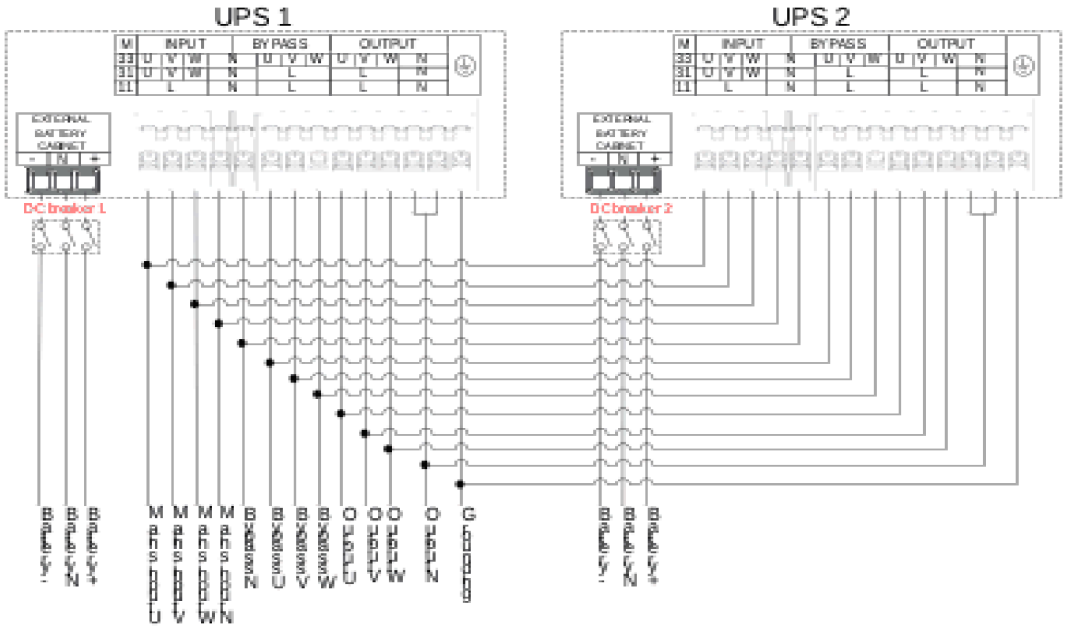
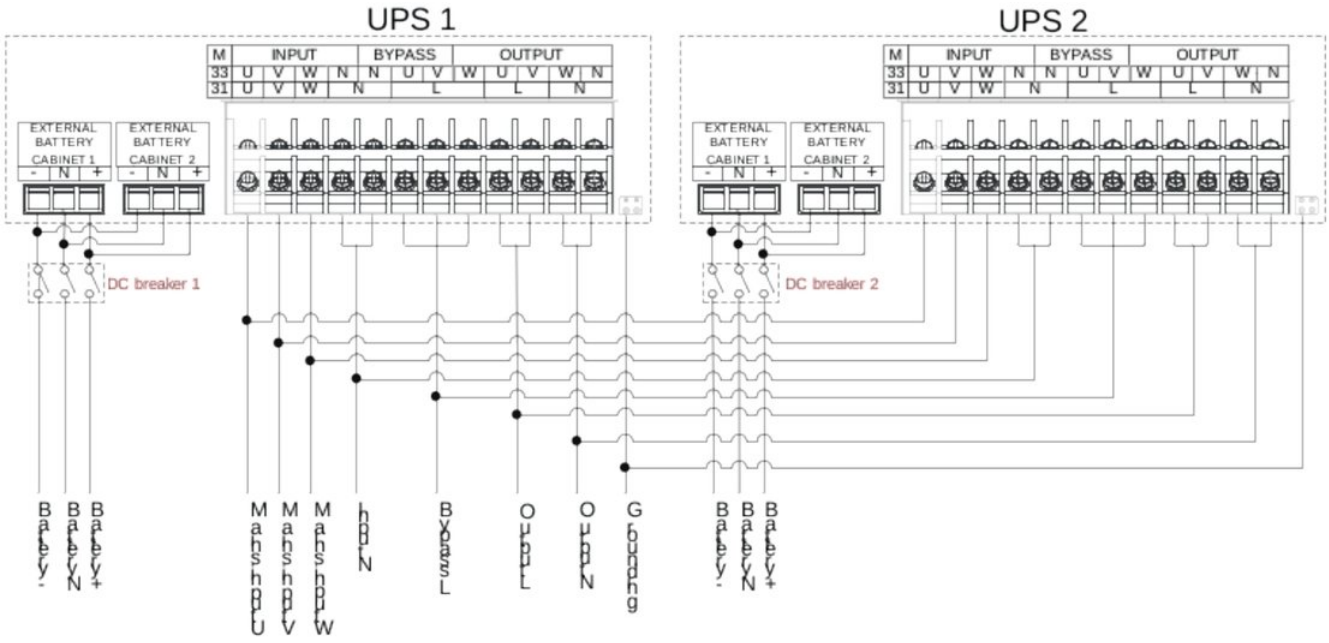

FIGURA 3-29 Schema di collegamento del sistema in parallelo in modalità 33 dell'UPS 10K/15K/20K
FIGURA 3-33 Schema di collegamento del sistema in parallelo in modalità 31 dell'UPS 30K/40K
2. Collegare i cavi di ingresso, bypass, uscita e batteria del sistema in parallelo come mostrato da Figura 3-29 a Figura 3-33.